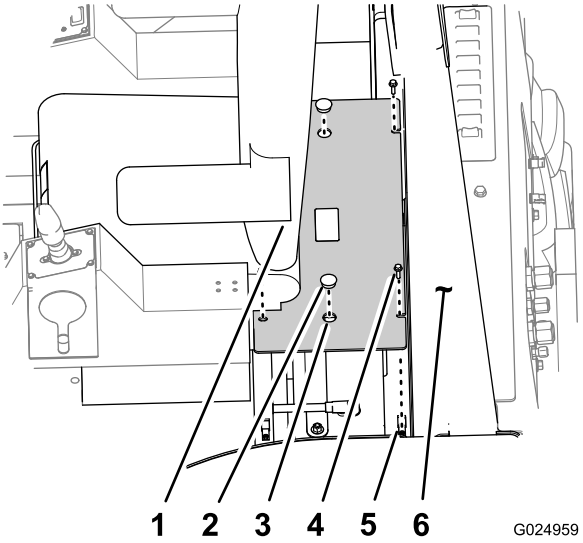

Figure 76
3. Enlevez les 4 boulons qui fixent le couvercle de la batterie à la plate-forme du système ROPS (Figure 76).
1. Alignez les trous des brides de fixation du couvercle de la batterie sur les écrous dans la plate-forme ROPS autour de la batterie (Figure 76).
2. Fixez le couvercle de la batterie à la plate-forme du système ROPS au moyen des 4 boulons (Figure 76).